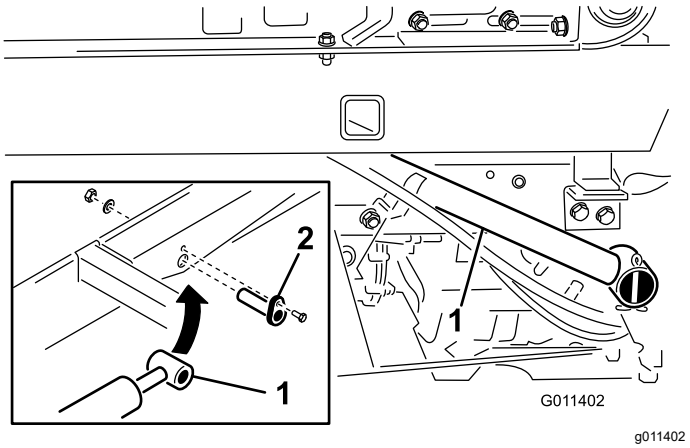

Figuur 12
1. Bevestig de stanguiteinden van de hefcilinders met een cilinderpen onderaan de topdresser (Figuur 12).
2. Gebruik een inbusbout (¼" x ¾"), platte ring en moer om de cilinderpennen onderaan de topdresser te bevestigen (Figuur 12).